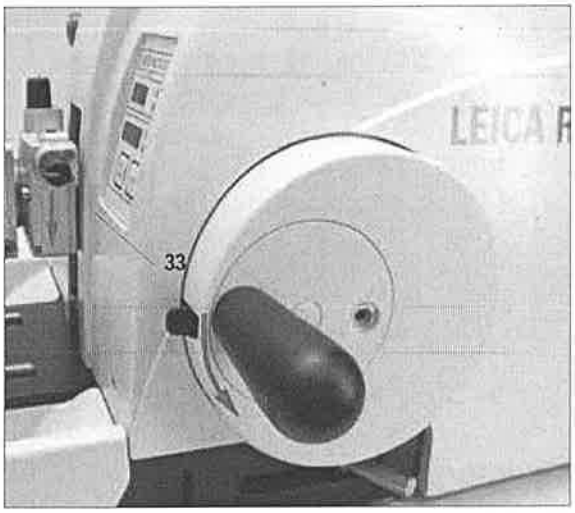

Fig. 21
- Set the specimen head to half the height of the vertical travel range by turning the handwheel (Fig. 21).